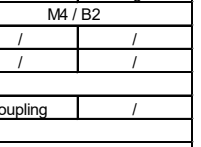

Fig. 4
1) Insert the bur into the chuck and press the push button to open the chuck with another hand (Fig. 4).